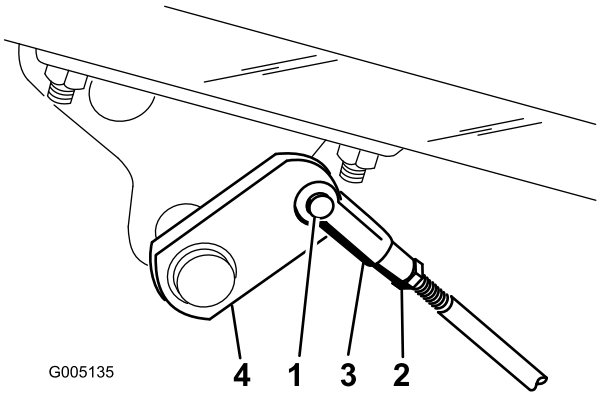

Bild 55
2. Klemmen Sie, wenn die Bremsen nicht gleichmäßig blockieren, die Bremsstangen ab, indem Sie den Splint und den Lastösenbolzen entfernen (Bild 55).
3. Lockern Sie die Klemmmutter und stellen den Lastösenbolzen entsprechend ein (Bild 55).
4. Bringen Sie den Lastösenbolzen am Bremsbügel an (Bild 55).